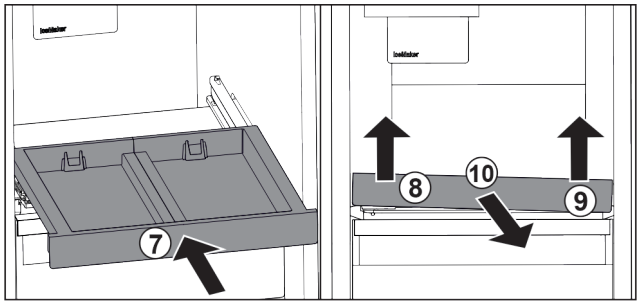

Fig. 171
▶ Tolja be a kihúzható rácsot. *Fig. 171 (7)*
▶ Emelje meg a kihúzható rács elejét baloldalt. *Fig. 171 (8)*
▶ Emelje meg a kihúzható rács elejét jobboldalt. *Fig. 171 (9)*
▶ Vegye ki a kihúzható rácsot előrefelé. *Fig. 171 (10)*